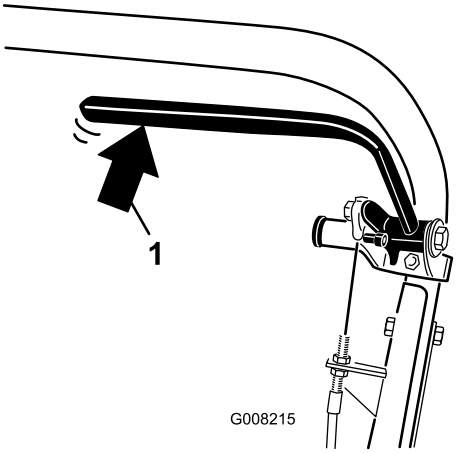

Figur 31
2. Brug en fjedervægt, og tryk bagud på driftsbremsegrebet (Figur 31). Parkeringsbremsen bør udløses, når der nås en kraft på 13,5 til 18 kg. Hvis parkeringsbremsen udløses, før der nås en kraft på 13,5 til 18 kg, skal bremsekablet justeres. Fortsæt til trin 3.